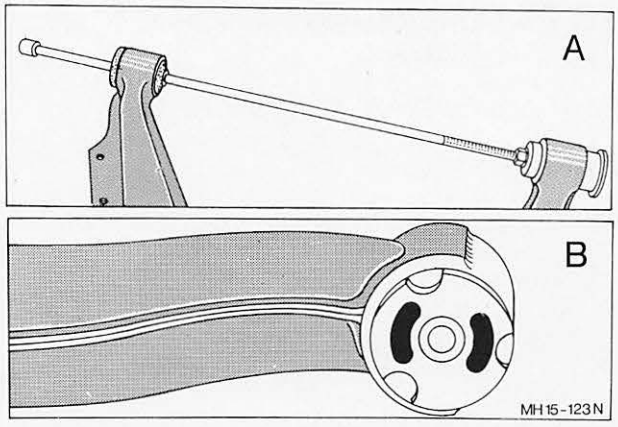

Abb. 169 Äußere Gummibüchse – Schräglenker
1. Schräglenker nahe der äußeren Silentbüchse in einen Schraubstock spannen und Büchse mit Spezialwerkzeug 15-017 herausschlagen, Abb. 169.
3. Äußere Silentbüchse in richtiger Einbaulage, Abb. 169, mit einem Schraubstock oder unter einer Presse einpressen.